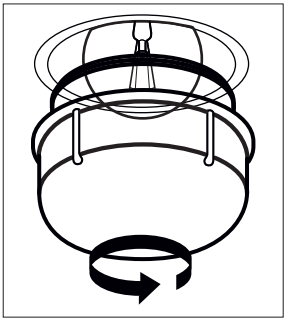

Figura 29
2. Rimuovere la protezione in vetro ruotandola in senso antiorario (Vedere la figura 29). Usare guanti di plastica può aiutare se si ha difficoltà a ruotarla.